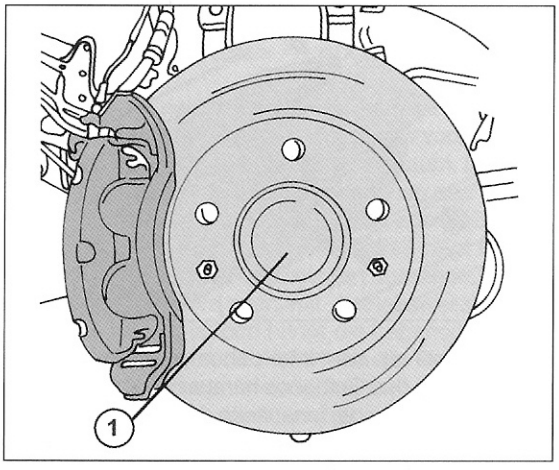

Bild 218
- Die Nabenfettkappe aufschlagen (Bild 218) und das Fahrzeug auf den Boden absenken.